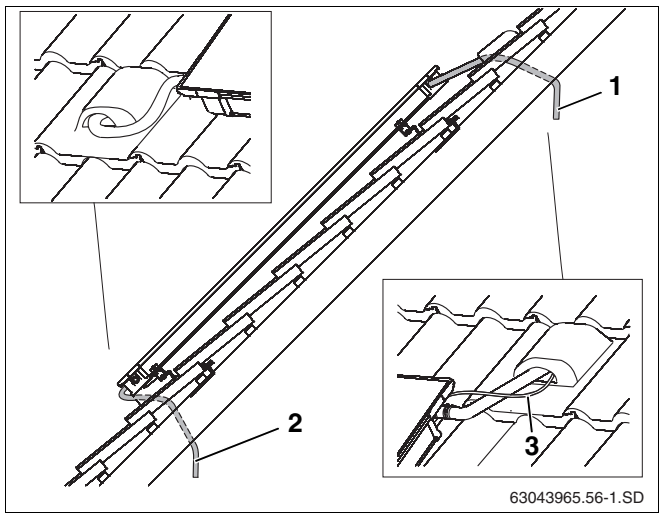

Abb. 52 Anschlussleitungen unter das Dach führen
- Solarschlauch zusammen mit dem Fühlerkabel durch die Entlüftungspfanne (Abb. 52, **Pos. 1**) und durch die Dachisolierung führen.